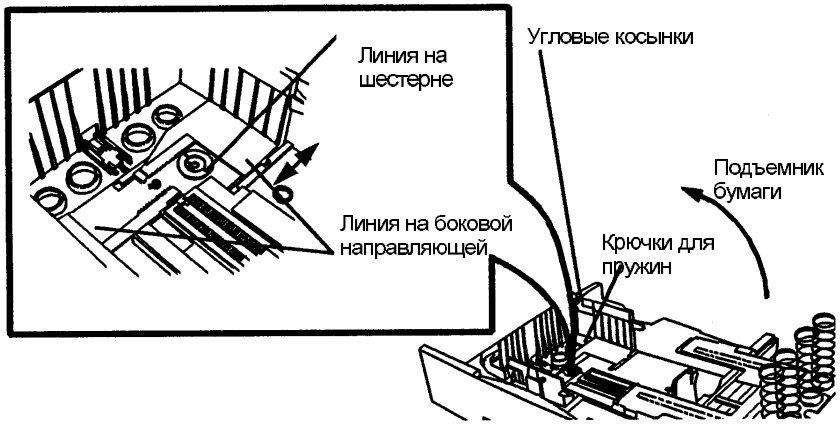

Рис. 3. Регулировка боковых направляющих
1. Отрегулируйте боковые направляющие (Рис. 3).